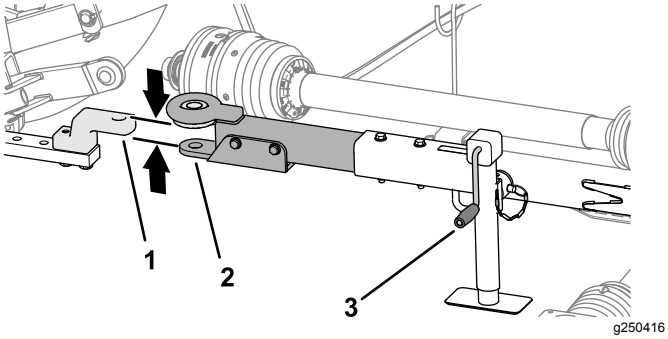

Figur 28
1. Använd domkraftshandtaget för att höja eller sänka bogseringsstångens domkraft och rikta in bogseringsstången efter dragstången eller dragkroken (Figur 28).
3. Rikta in släpfordonets dragstång eller dragkrok efter gräsklipparens bogseringsstång (Figur 28).